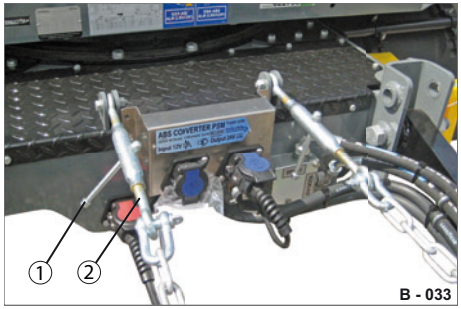

Abb. 49 Höheneinstellung - Variante 1
▶ Drehen Sie die beiden Spannschrauben parallel (Abb. 49/1) in die benötigte Richtung.